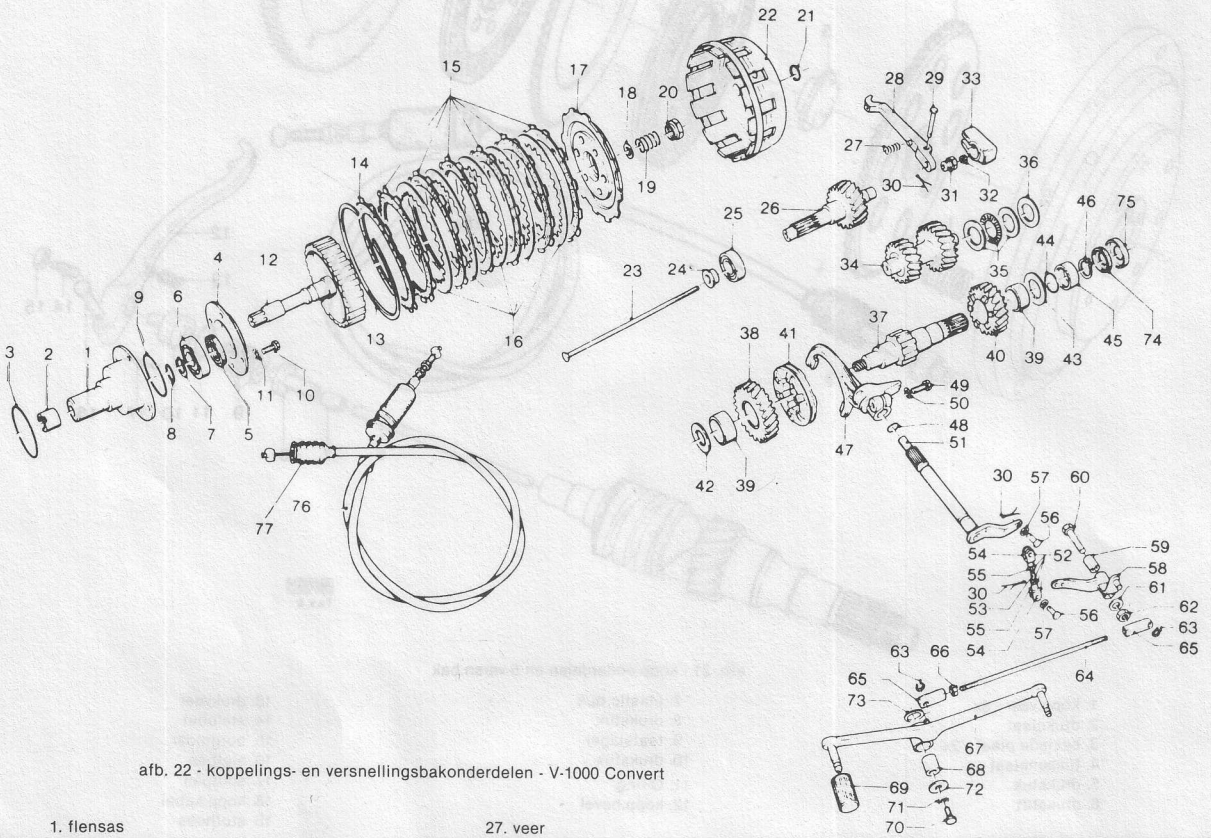

afb. 22 - koppelings- en versnellingsbakonderdelen - V-1000 Convert
c. kontroleer beide naaldlagers in de omvormer op beschadigingen en op slijtage door de kopp.as (12 in afb. 22) in de lagers te steken; hier mag geen op-en-neer speling voelbaar zijn. Kontroleer de punten van de kopp.as, waar de lagers dragen, en bus 2 - afb. 22 - op beschadiging en slijtage; zie voor maten en spelingen afb. 24 + par. 1
b. voor demontage van flensas en kopp.as de kopp.as draaien en door de openingen in de kopp. naaf de 5 flensbev.bouten (A in afb. 25) los- draaien; assen tegelijk verwijderen. Voor vervan- gen van oliekeerring of kogellager in flensas flens (4 in afb. 22) lostrekken en O-ring + circlip ver- wijderen
c. voor verdere demontage van de koppeling als volgt tewerkgaan - zie afb. 22:
- trekstift, trekstuk en lager (23, 24 + 25 in afb. 22) op slijtage en beschadigingen; wanneer dit het geval is 't trekstuk lostikken uit het lager